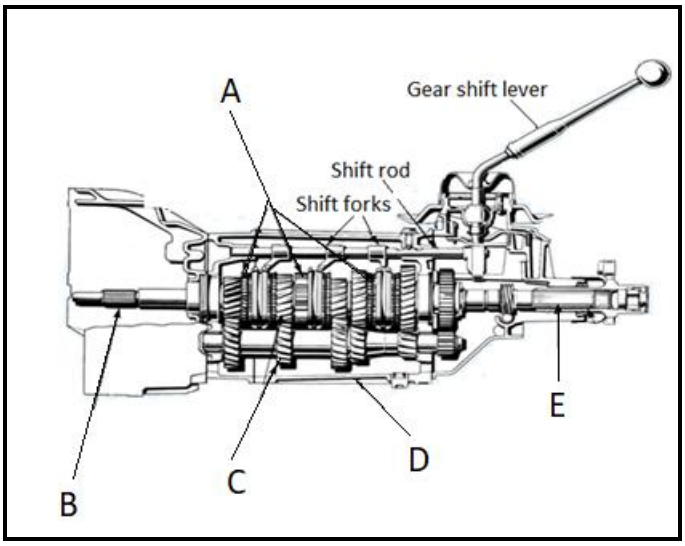

FIGURE 3
2.5 Study FIGURE 3 and label the different parts of the gearbox, marked (A–E). Write only the answer next to the question number (A–E) in the ANSWER BOOK.